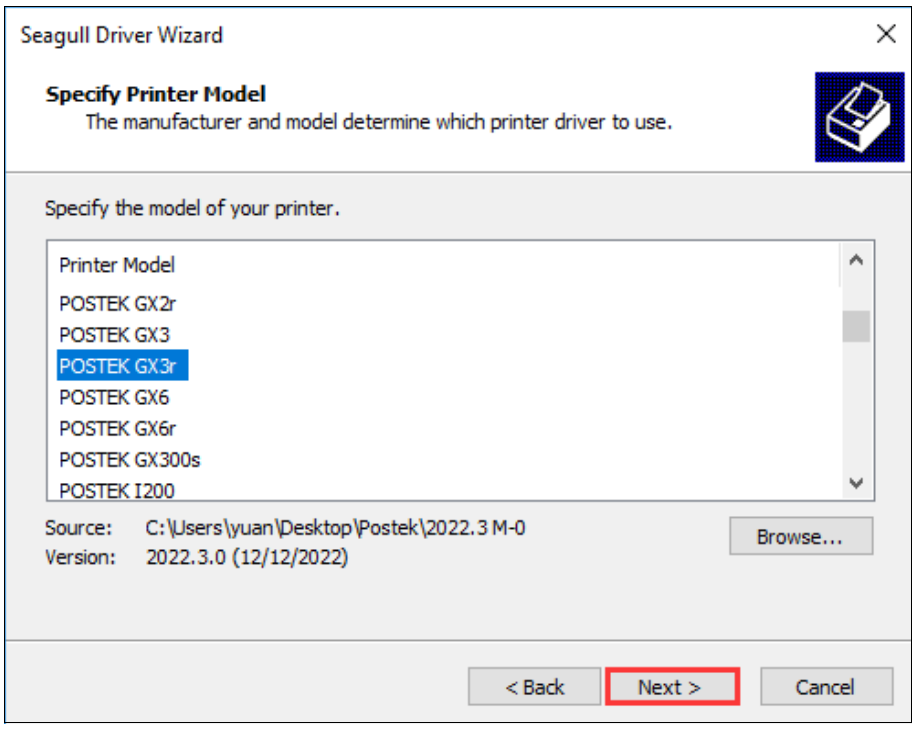

Figure 2-40 Specify Printer Model Screen
4. The "Specify Printer Model" screen displays, select the printer model, and click "Next", as shown in Figure 2-40.